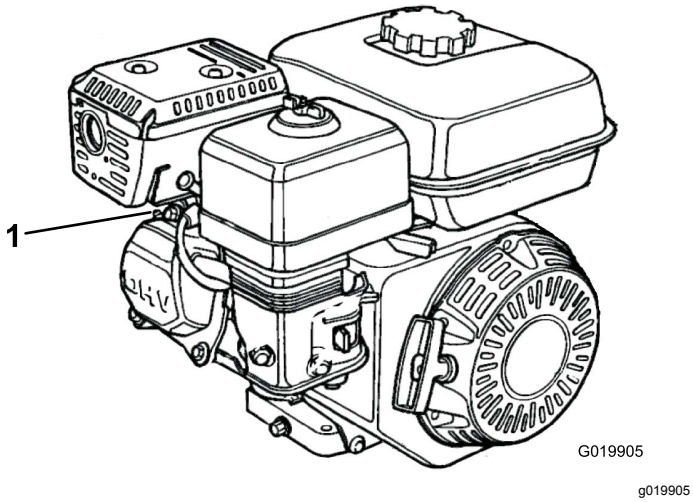

Figuur 32
1. Maak de bougiekabel los van de bougie (Figuur 32).